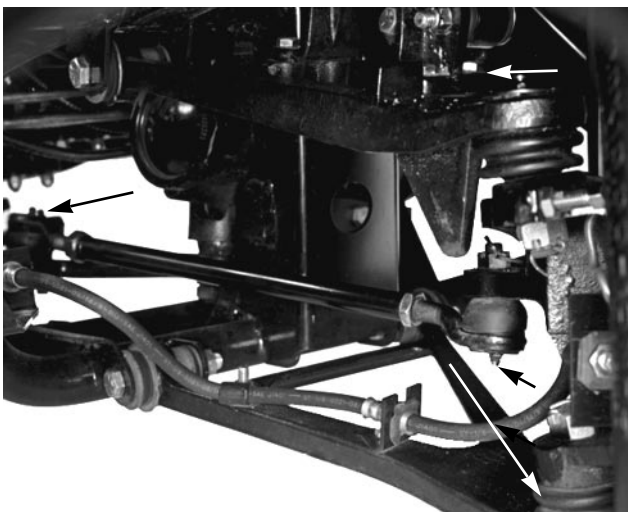
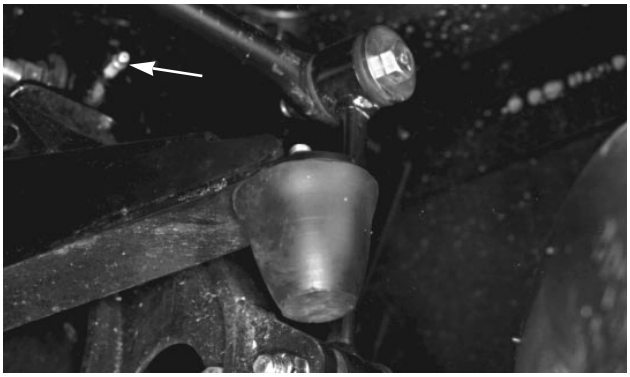

Afbeelding 11
Afbeelding 12
De smeernippels bevinden zich op de volgende plaatsen in de volgende aantallen: Centerpen-uiteinden (4) (Afb. 11), Kogelgewrichten voor (4) (Afb.11), Aandrijfassen achter (6) (Afb. 12), Stuuras (1) (Afb. 13), Lagerbussen scharnierpunten voor (2) (Afb. 14) en Scharnierpunten pedalen (4) (Afb. 15).